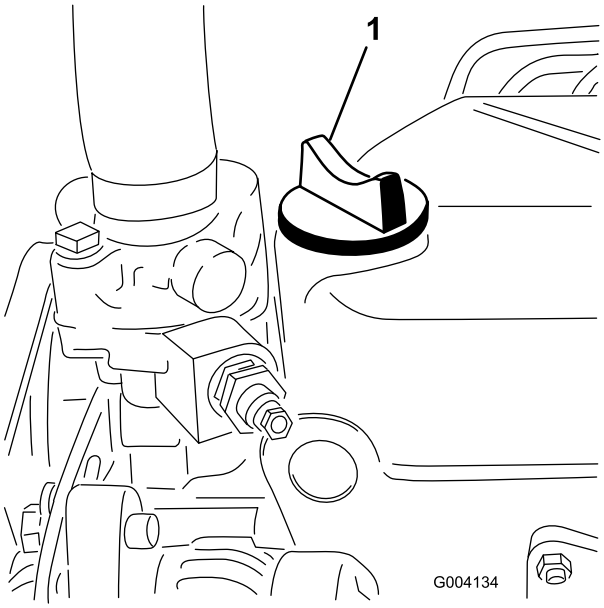

Figuur 29
5. Als het oliepeil beneden de Vol-markering staat, verwijdert u de vuldop (Figuur 29) en vult u bij met olie totdat het oliepeil de Vol-markering op de peilstok bereikt.